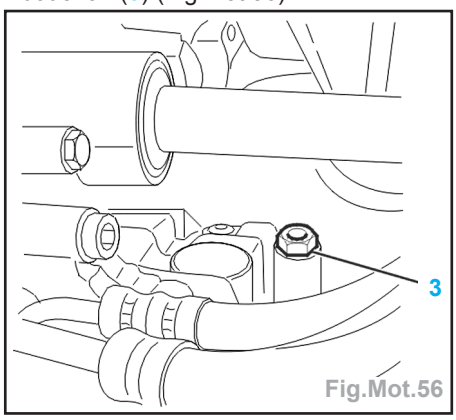

Fig.Mot.56
- Vidanger le moteur en déposant le bouchon (3) (Fig.Mot.56).